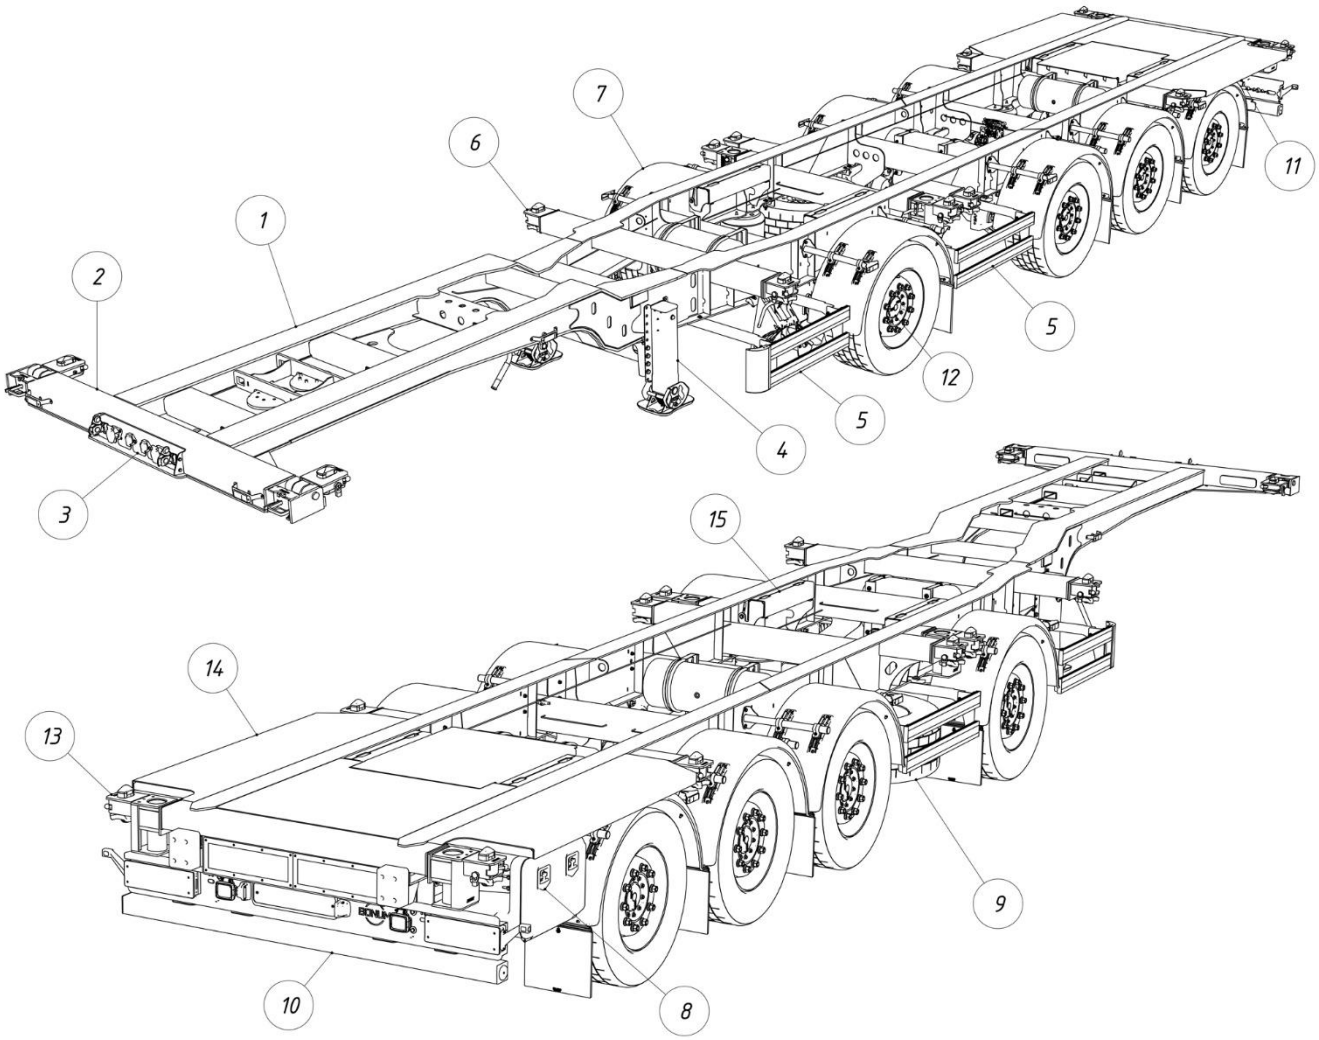

Рис. 1.1 – Общее устройство полуприцепа
Общее устройство полуприцепа тип 928111 модификация 928111-12 приведено на рис. 1.1
На рис. 1.1 представлено общее устройство полуприцепа и его основные элементы: рама (1), передняя балка с откидными замками (2), панель пневмо- и электророзеток (3), опорное устройство (4), боковая защита (5), балка со стандартными замками (6), крыло с брызговиком (7), инструментальный ящик
(8), корзина запасного колеса (9), заднее защитное устройство (10), пульт управления пневмоподвеской (11), пневмоподвеска с осями и колёсами (12), балка с регулируемыми замками (13), задняя площадка (14), упор под контейнер (15).